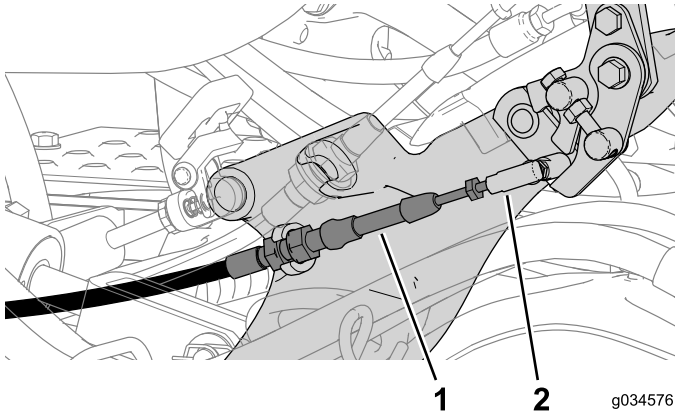

Figura 6
4. Desconecte el cable de bloqueo de punto muerto del conector con articulación de bola de la varilla de tracción (Figura 6).